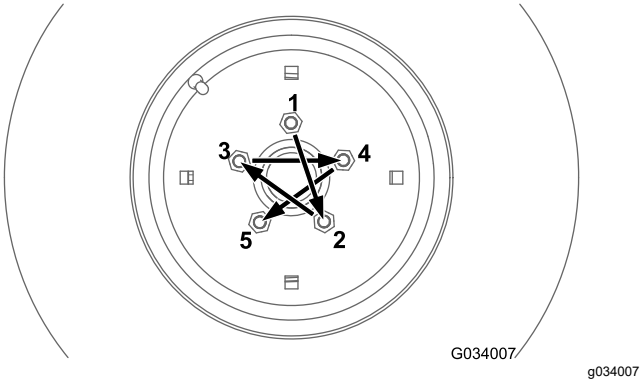
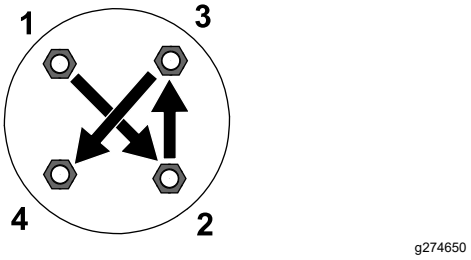

Figur 66
Figur 67
Dra åt hjulmuttrarna på fram- och bakhjulen (endast fyrhjulsdrivna maskiner) i det mönster som visas i Figur 66 och Figur 67 till angivet moment.
- Framhjul: se Figur 66
- Bakhjul (endast fyrhjulsdrivna maskiner): se Figur 67